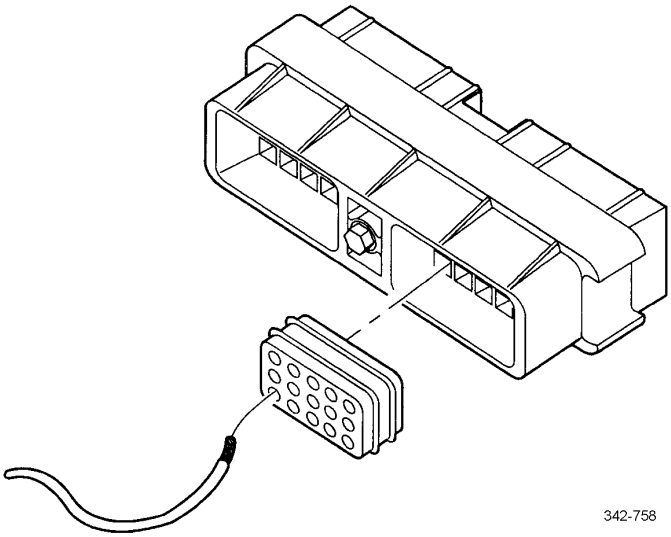

Figure 1. Inserting Wire in Connector.
(1) Position cable through seal and correct cavity of connector (Figure 1).